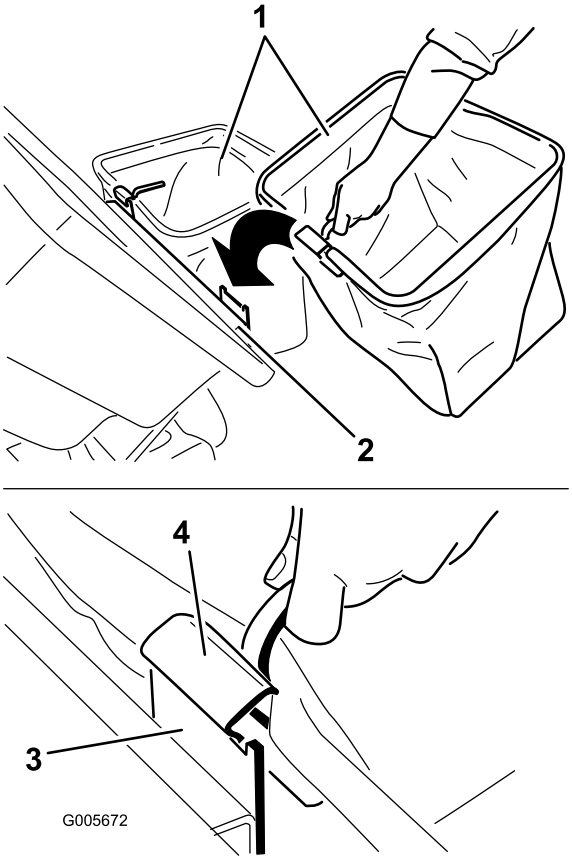

Figura 19
5. Instale las bolsas, colocando el enganche del bastidor de cada bolsa sobre los soportes de retención (Figura 19).